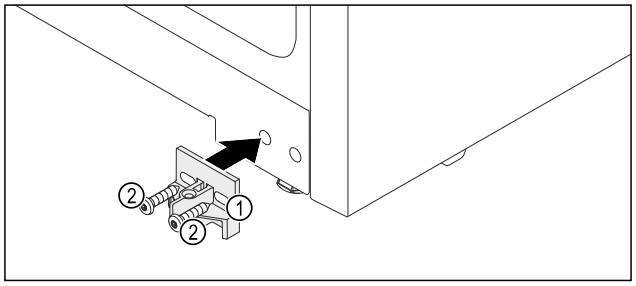

Fig. 17
▶ Montați piesa de susținere *Fig. 17 (1)* cu șuruburi *Fig. 17 (2)* pe partea opusă a carcasei aparatului.